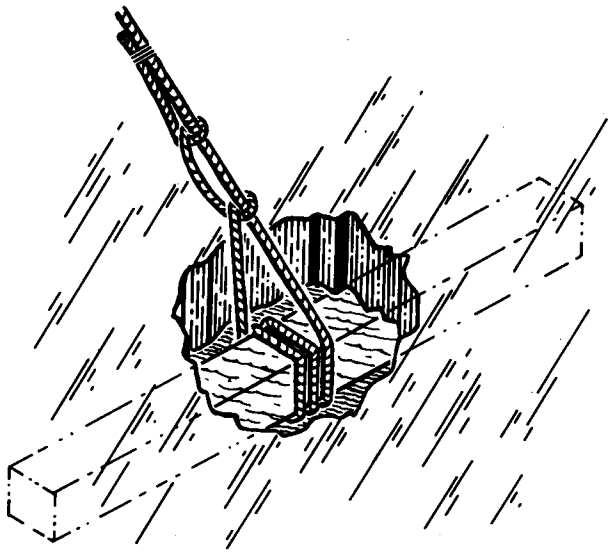

Figure 1-3A. Typical Ice Anchor
1. On frozen lakes, cut a hole in the ice and insert the anchor as shown in figure 1-3A.